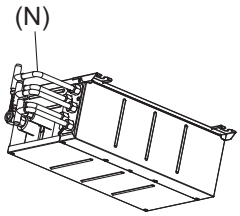

Fig. 8-7
► **To divide the wirings of each terminal block into 2 branches outside the Branch box, use 2-branch wiring conduits (N). (Fig. 8-7)**